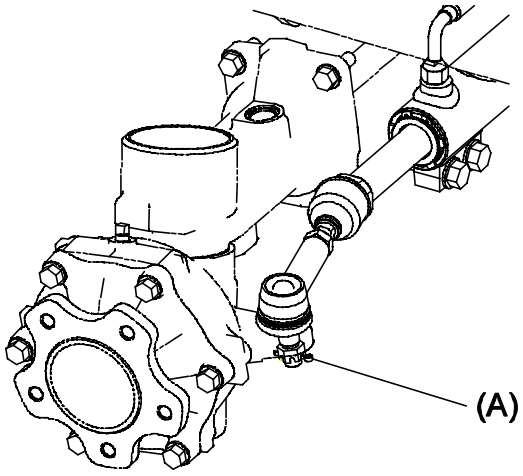

Fig. 13
20. Install castle nut **(Fig. 13, (A))** and torque to 43.5 to 50.9 ft•lbs. (59 to 69 N•m).